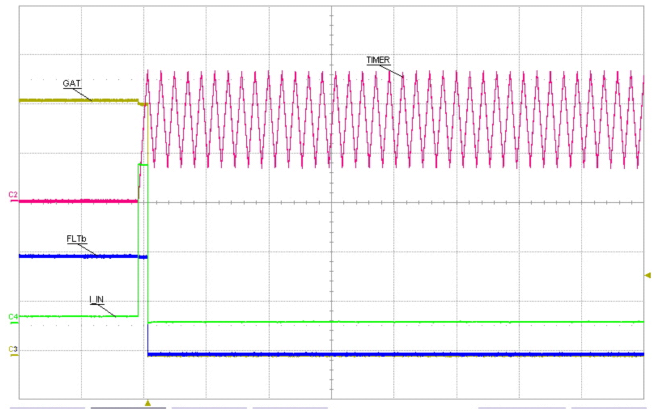

Figure 34. Latch After Overload Fault
The *典型应用 (12V/10A)*, and oscilloscope plots shown in Figure 27 through Figure 29 and Figure 31 through Figure 34, demonstrate many of the functions described previously.
- In latch mode, the GATE remains low and the TIMER pin continues to charge and discharge the attached capacitor periodically until TPS24710/12 is disabled by UVLO or EN as shown in Figure 34.